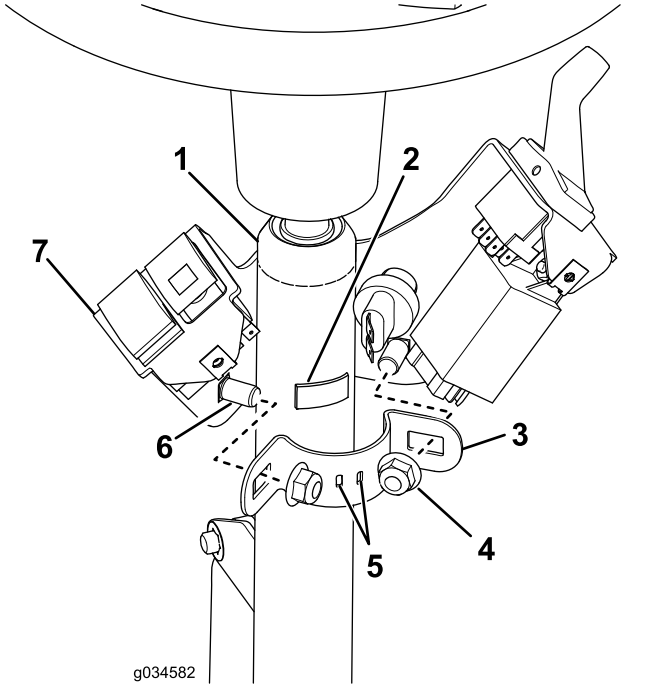

Figur 14
1. Monter skumstykket på ratstammen som vist i Figur 14.
3. Monter ratstammens beslag på ratstammen ved hjælp af monteringsbeslaget, to bræddebolte og to flangemøtrikker (Figur 14).